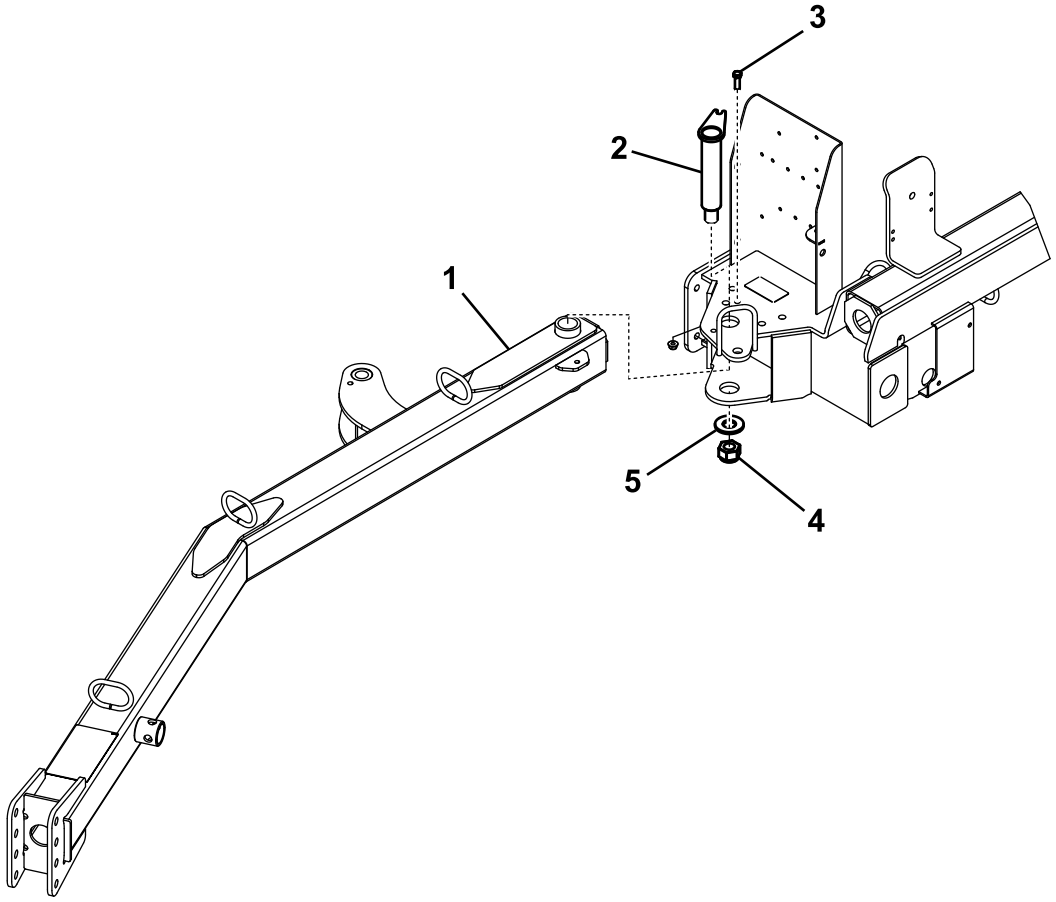

Figur 3
1. För in den bakre änden av dragstången mellan fästplattorna på uppsamlaren och passa in monteringshålen (Figur 3).
2. Fäst dragstången vid fästplattorna med en hakbult (Figur 3).
3. Fäst hakbultens övre del i fästplattan med en skruv (3/8 x 1–1/4 tum) och en låsmutter (3/8 tum) (Figur 3).
4. Fäst den nedre delen av hakbulten med en stor bricka, en stor mutter och en ställskruv med fyrkantigt huvud (Figur 3).